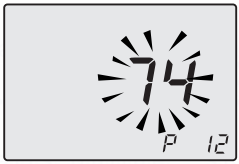

Fig. 7.48
- Scroll the various parameters using keys 17 or 18 until the letters **P12** are displayed on the LCD display and the value of the parameter (74=Inovia 25C, 78=Inovia 30C or 84=Inovia 35C), indicating that ”parameter 12” (Fig. 7.48) has been activated.